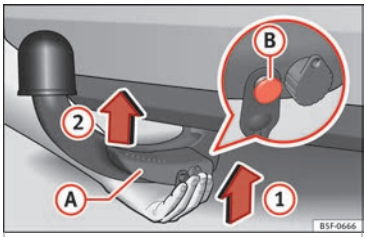

Fig. 223 Colocar bola desmontable / perno de desbloqueo en el estado desplegado
- Sujete la bola desmontable **desde abajo** ››› **fig. 223** y encájela en el alojamiento del gancho siguiendo el sentido de la flecha (1) hasta que se encastre de forma audible ››› ⚠.